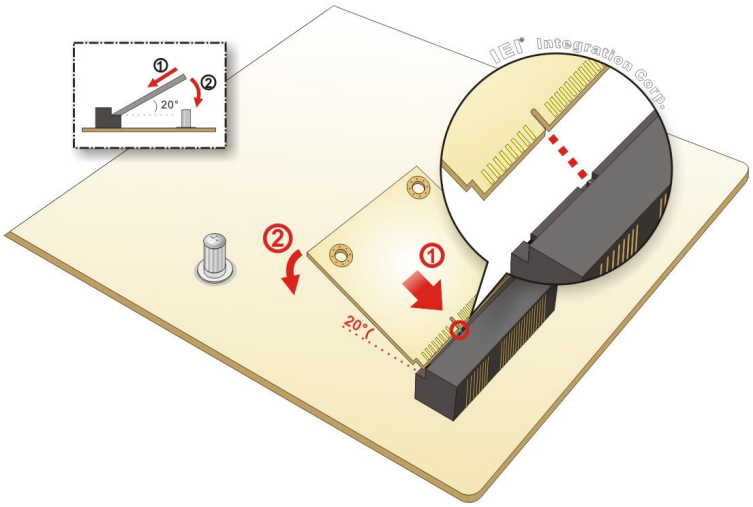

Figure 4-12: Inserting the Half-size PCIe Mini Card into the Slot at an Angle
Step 3: **Insert into the socket at an angle**. Line up the notch on the card with the notch on the slot. Slide the PCIe Mini card into the slot at an angle of about 20º (**Figure 4-12**).